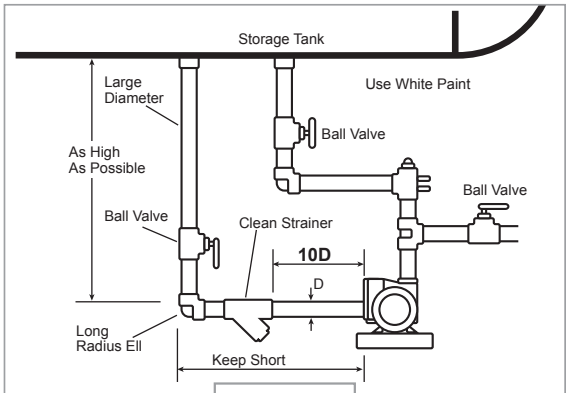

Figure 6
B. This final section of straight pipe should be a minimum of 10 times the pump inlet diameter (i.e., 2" inlet = 20" of straight pipe), and threaded or flanged directly to the pump inlet, with no additional fittings. **Figure 6**